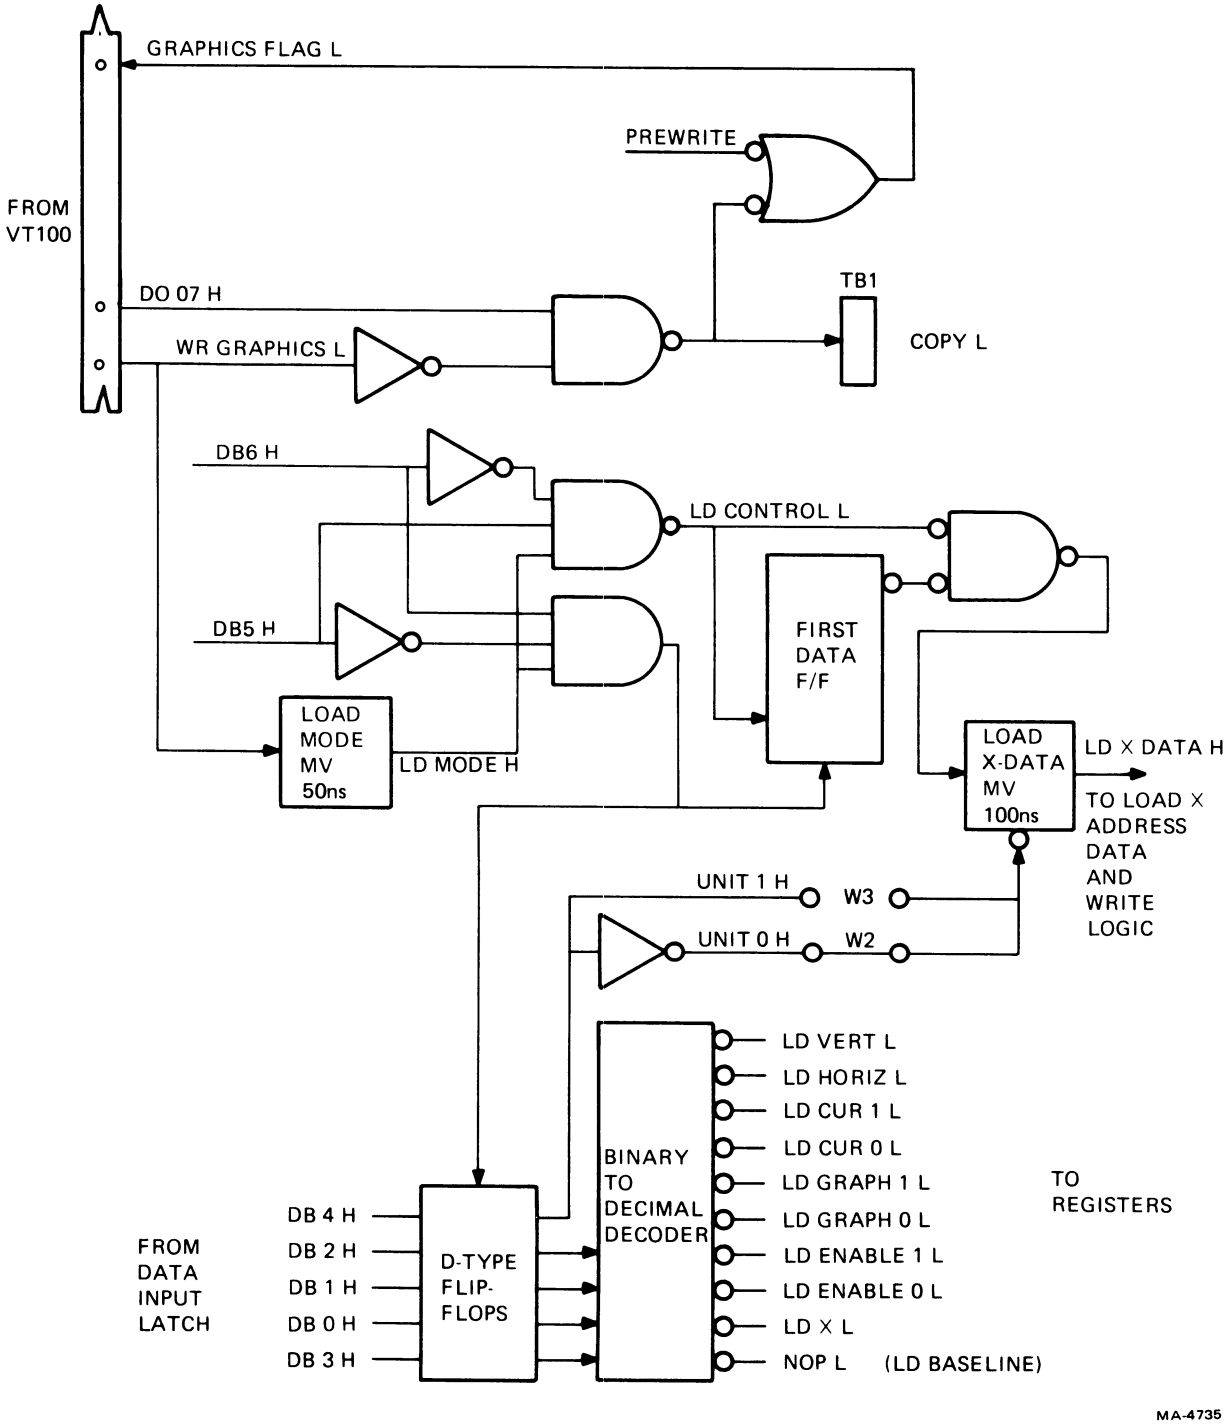

Figure 6-13 Decoding the Control Character
6.4.1.3 Decoding the Input – When the data received is one of the control characters listed in Table 6-2, bits 0-3 of the character are used to determine which control signal to enable. Only one set of control characters is used for one M7071. The extended character set is primarily used for a second M7071 installed in the same terminal to enable up to four graphs or stripcharts. These bits are sent to a binary-to-decimal decoder, Figure 6-13, that enables only one of the outputs at a time.